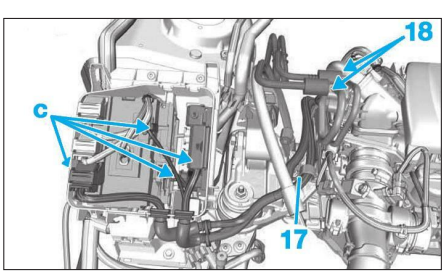

**Fig. 86**
• Débrancher les différents connecteurs (c) du boîtier de servitude moteur **(Fig.86)**.
• Déposer la patte de fixation (17).
• Désaccoupler, écarter et obturer les tubes d'alimentation et de retour carburant (18).